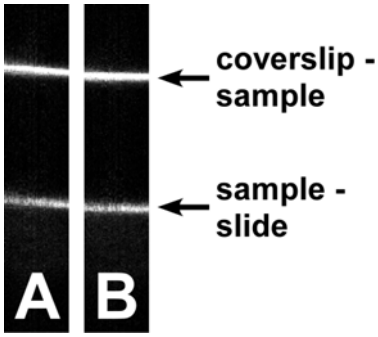

Fig. 12 **Focus control with z-Piezo. Reflections on tilted (A) and even (B) coverslip**
5. Check for the tilt of the coverslip. If the reflection line is horizontal the coverslip in not tilted in the x direction (Fig. 12/**A**). Any tilt will appear as a sloping line (Fig. 12/**B**). We recommend choosing a z/x ratio of 10 to make the tilt more evident in the image.